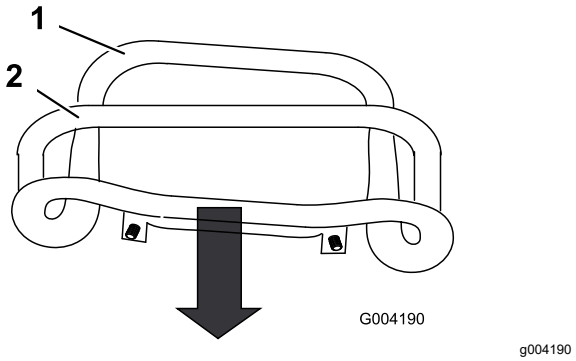

Figura 53
3. Tire hacia atrás del control de tracción hasta que la parte delantera del control entre en contacto con la barra de referencia (Figura 53).